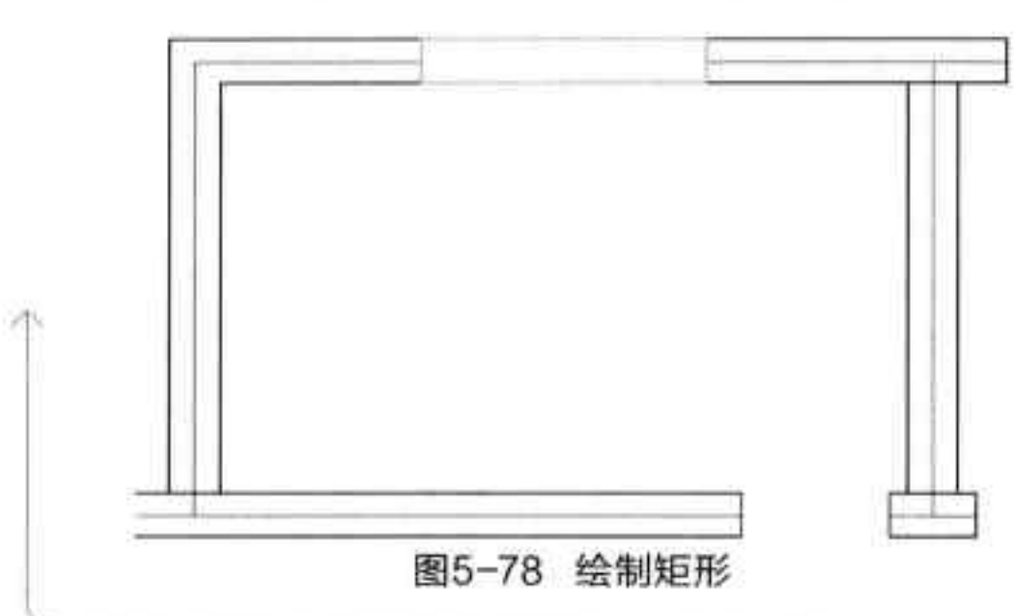

图5-78 绘制矩形
Step11 执行“默认 > 绘图 > 矩形”命令，根据命令行提示，捕捉矩形起点，然后在命令行中输入“@”，并输入矩形的长 1500 和宽 260，如图 5-78 所示。